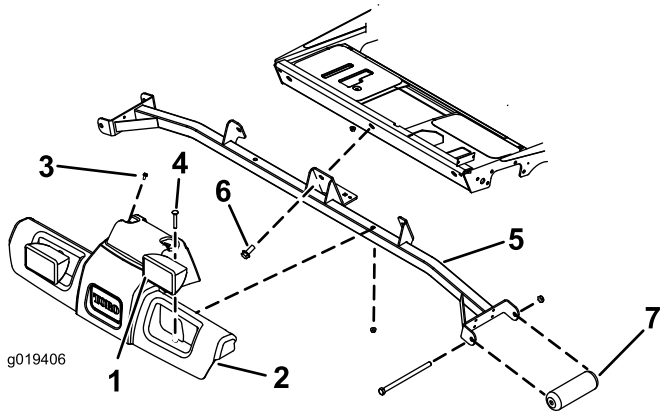

Figura 2
1. Desconecte los conectores de las luces del arnés de cables de la unidad de tracción (), Figura 2.
2. Retire los dos () 2 tornillos que fijan la cubierta de la plataforma a la parte superior de la unidad de tracción (), Figura 2. Los tornillos
3. Retire los 2 pernos de cuello cuadrado y las tuercas que sujetan los faros y la cubierta de la plataforma al soporte Figura 2 (). Guarde los pernos y las tuercas.
4. Retire el soporte de la cubierta de la carcasa (Figura 2).
5. Retire los 3 tornillos que sujetan el soporte al Figura 2 bastidor de la unidad de tracción (). Guarde los tornillos de montaje.
6. Retire los tornillos y las tuercas que sujetan el soporte de montaje delantero a los rodillos Figura 2 (). retrain los rodillos y tuercas, tornillos, pero deseche el soporte.
8. Monte el soporte en el bastidor de la unidad de tracción con los 3 tornillos, Figura 2 que retiró anteriormente ().
9. Posicione la cubierta de la plataforma sobre el conjunto de la luz y el soporte de montaje de la unidad de tracción, alineando los taladros de montaje (Figura 2).
10. Instale la cubierta de la carcasa y, faros al soporte usando los pernos y las tuercas retirados Figura 2 ().
11. Instale la cubierta de la plataforma a la parte superior de la unidad de tracción con las Figura 2 tornillos que retiró anteriormente ().